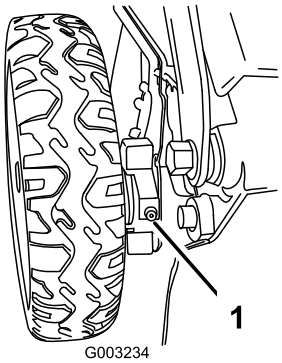

Figur 37
1. Torka av smörjnipplarna precis innanför bakhjulen med en ren trasa (Figur 37).